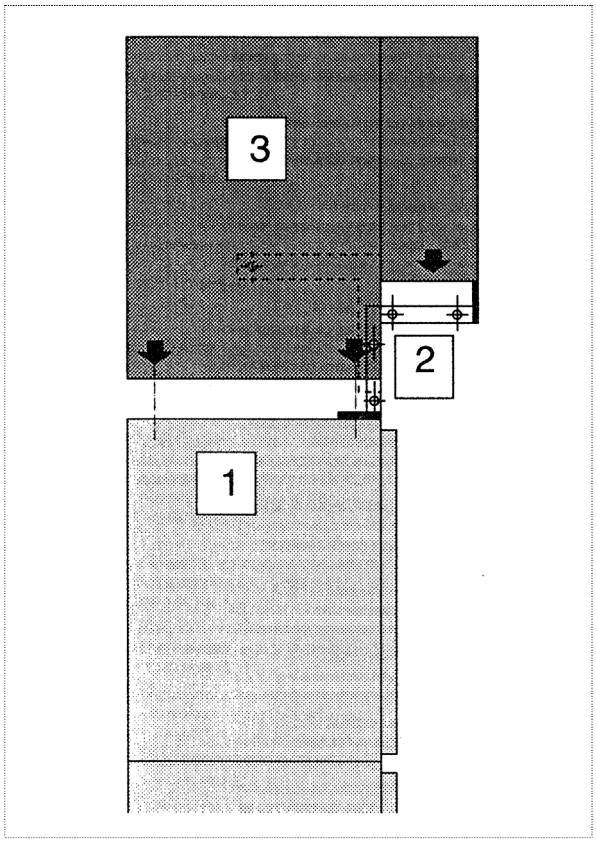

Рисунок 2-13: Установка шинного короба
- Установите шинный короб, поз. 3, на лицевую панель с опорной планкой, поз. 2, и прижмите к поз. шкафа. 1. Прикрепите шинный короб из шинного отсека на место с помощью одного болта с шестигранной головкой M8x10. Укрепите шинный короб на лицевой панели и опорной планке, поз. 2, с помощью пяти болтов-саморезов с шестигранными головками M5x10, см. Рисунок 2-13.